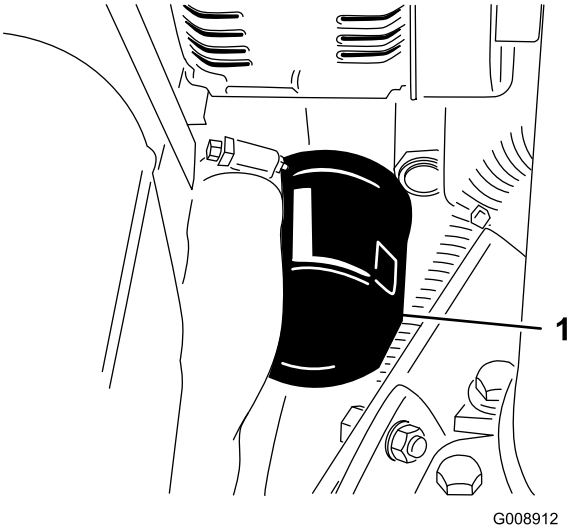

Rysunek 53
3. Wyciągnij filtr oleju (Rysunek 53).